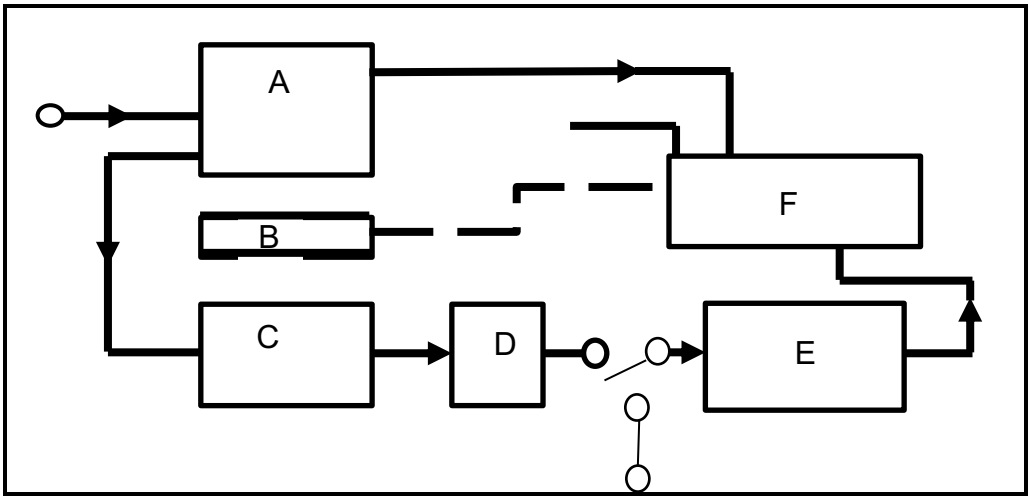

FIGURE 1
1.4 The basic principle of how an oscilloscope functions can be explained by the block diagram shown in FIGURE 1.